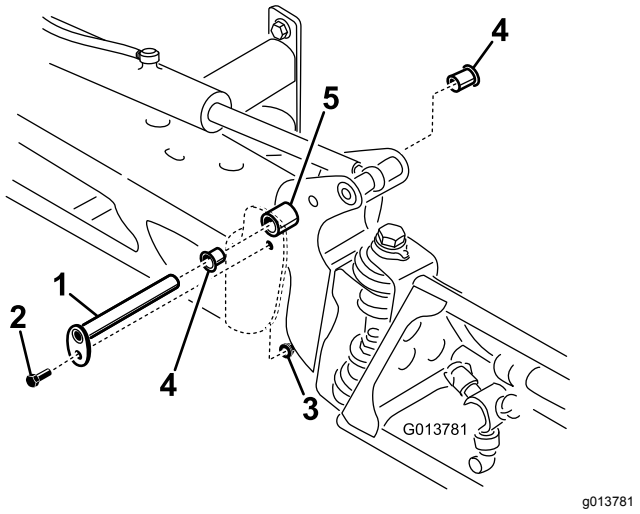

Figur 98
3. När sprutrampens vikt hålls upp tar du bort bulten och muttern som fäster svängtappen på sprutrampsenheten (Figur 98).
4. Ta bort svängtappen (Figur 98).
6. Ta bort nylonbussningarna från fram- och baksidan på tappfästet och undersök dem (Figur 98).
8. Montera sprutrampen och tappfästet på mittramen, och se till att hålen kommer i höjd med varandra (Figur 98).